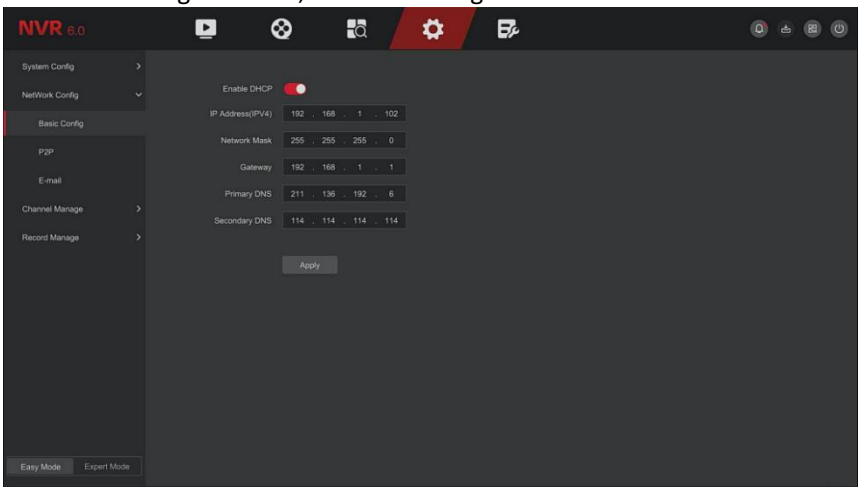

Figure 5-27
Step 1: In the main menu, click " Config →Network Config→Basic Config" to enter basic config interface, as shown in Figure 5-27 below.